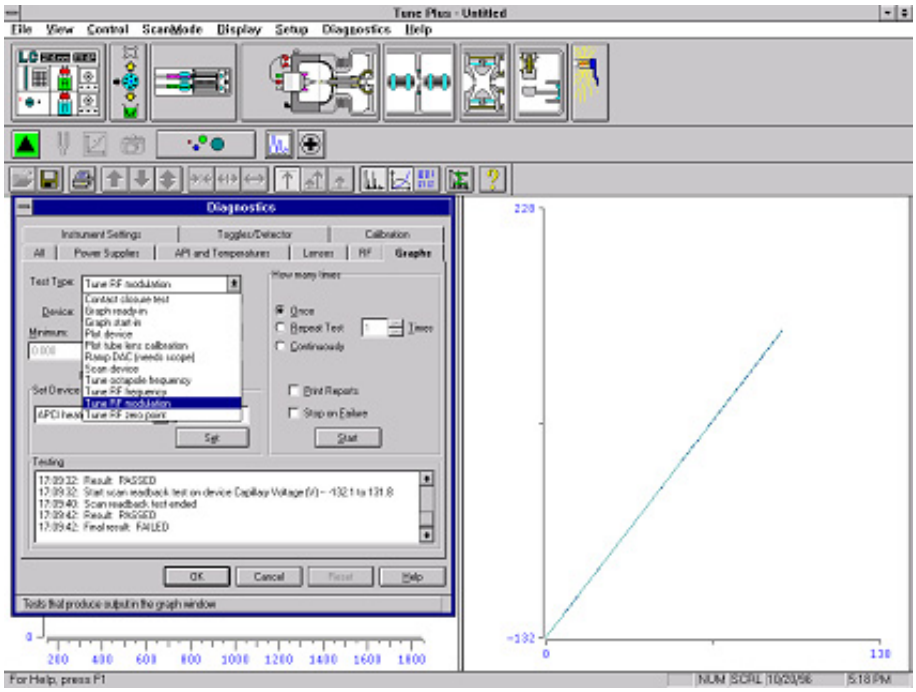

Figure 4-9. Diagnostics dialog box and Graph view
d. Reposition the Diagnostics dialog box so that it does not obscure the Graph view. See Figure 4-9.